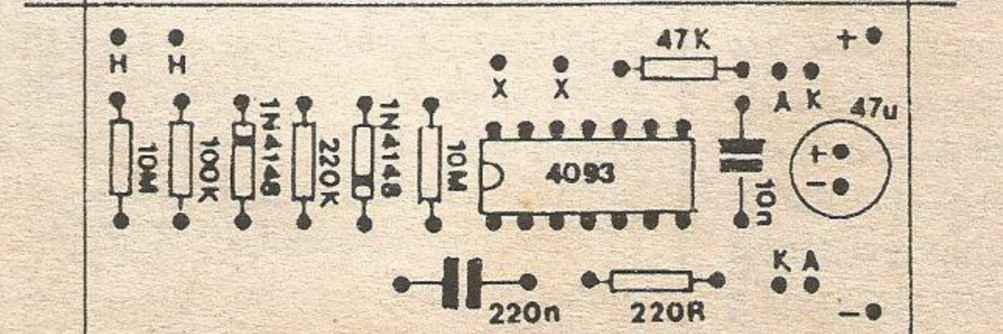

Fig. 3
**- FIG. 3 - *CHAPEADO* DA MONTAGEM -** Lado não cobreado do impresso, com todos os principais componentes colocados... Como é norma em **APE**, as estilizações são super-claras (mesmo ao principiante...), com os valores, códigos, polaridades e outras indicações gráficas nitidamente demarcadas... É seguir com atenção, passo-a-passo, que... *não tem erro*! Pedimos apenas cuidados especiais quanto à orientação dos componentes polarizados, devendo o integrado ficar com sua extremidade marcada voltada para o resistor de 10M próximo, os dois diodos 1N4148 com seus terminais de **catodo (K)** condicionados pelas posições das respectivas extremidades marcadas por uma faixa ou anel, e a polaridade dos terminais do capacitor eletrolítico respeitada - conforme indicação... Atenção também para a correta localização dos demais componentes, em função dos respectivos valores (para cuja leitura o leitor principiante poderá recorrer ao **TABELÃO APE**, em outra página da presente Revista - perto das já citadas **INSTRUÇÕES GERAIS...**). Conferir tudo ao final e - se tudo estiver *nos conformes* (inclusive a qualidade dos pontos de solda, pelo *outro* lado da placa...), cortar as sobras dos terminais, pela face cobreada...